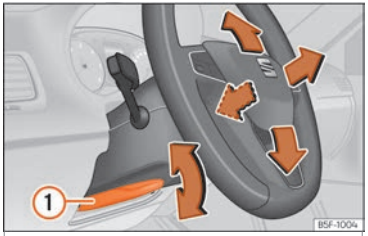

Abb. 5 Hebel auf der linken unteren Seite der Lenksäule.
- Ziehen Sie den Hebel ››› **Abb. 5** (1) nach unten, bringen Sie das Lenkrad in die gewünschte Position und schieben Sie den Hebel wieder nach oben, bis er seine Verriegelungsposition erreicht.
- **Den Hebel ››› Abb. 5 (1) nach dem Einstellen immer fest nach oben schwenken, damit das Lenkrad während der Fahrt nicht unbeabsichtigt seine Position verändert.**